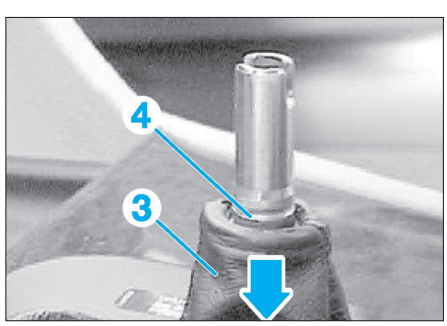

Fig. 8
A partir du 03/2007, un deuxième montage est possible. Lorsque le pommeau de levier de vitesses et le recouvrement du levier sont deux pièces séparées, il est nécessaire de repousser le soufflet (3) vers le bas jusqu'à ce que la gorge (4) soit totalement dégagée (Fig.8).